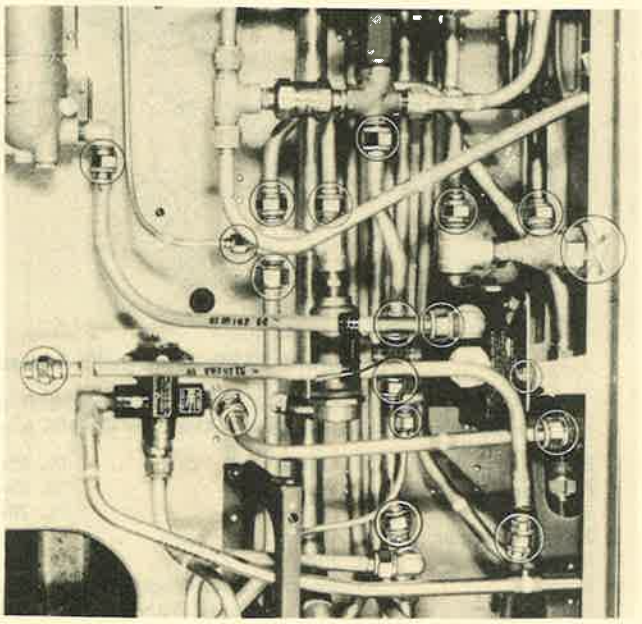

Figure 372D—Removal of Hydraulic Pressure Regulator—Late C-47B Airplanes
(1) Relieve the hydraulic system pressure by operating the wing flaps until the hydraulic system pressure gage indicates "zero."
(2) Caution must be used when removing parts from the hydraulic control panel assembly. Mark all lines and fittings as removed, so they can be replaced in their original positions on the control panel.
(3) Remove the handle from the hydraulic hand-pump to pressure accumulator shut-off valve.
(4) Disconnect and cap all lines at the connections indicated on figure 372D.
(5) Remove the two nuts and bolts which attach the pressure regulator mount plate to the hydraulic control panel. Remove the pressure regulator assembly from the airplane.
(7) Directly opposite pressure in-let port "A" replace the system check poppet, spring, packing, plug, and safety wire. Directly beneath port "C" replace pilot poppet, spring, gasket, guide plug, and safety wire.
g. INSTALLATION.—To install the pressure regulator, reassemble the lines and fittings and reinstall in the hydraulic control panel (figure 372D).
(1) Remove and disassemble the pressure regulator as instructed in paragraph 13.*b.*(6)*(b)* preceding.
(2) When the pressure regulator has been disassembled inspect and replace all parts having damage or excessive wear or corrosion and install all new packing, gaskets, and seals.
(3) When overhaul has been completed, reassemble the pressure regulator and test for fluid leaks and adjust for operation as specified in paragraph *13.b.*(6)*(b)* preceding.